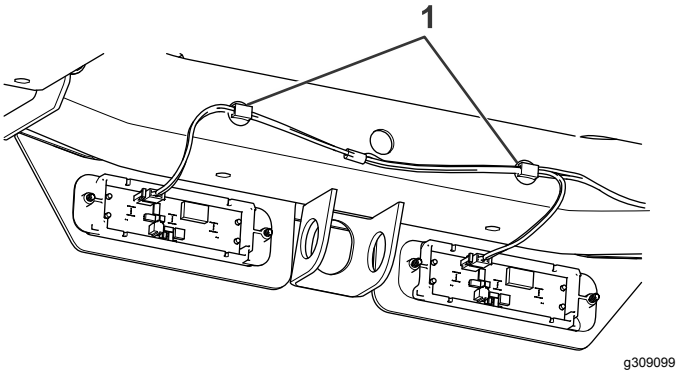

Figura 7
4. Collegate il cablaggio preassemblato al retro delle luci e fissate il cablaggio alla guida del telaio anteriore con le fascette di cablaggio (Figura 7).